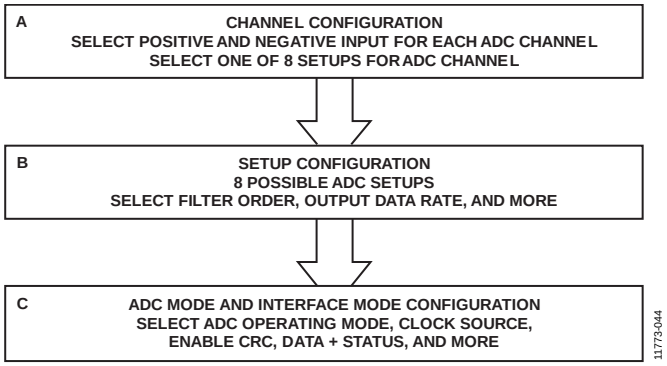

*Figure 44. Suggested ADC Configuration Flow*
Figure 44 shows an overview of the suggested flow for changing the ADC configuration, divided into the following three blocks:
- Channel configuration (see Box A in Figure 44)
- Setup configuration (see Box B in Figure 44)
- ADC mode and interface mode configuration (see Box C in Figure 44)